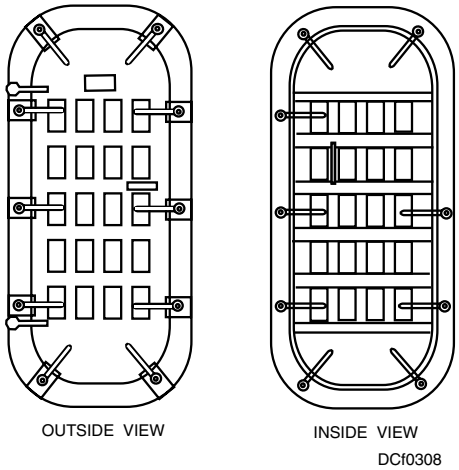

Figure 3-8. Individually dogged watertight door.
2. **Individually Dogged Watertight Doors (fig. 3-8)**—Watertight doors are either 4-, 6-, 8-, 10-, or 12-dogged doors. They provide access/egress to compartments that are not high usage spaces, which do not require rapid access, such as paint lockers, deck gear lockers, or storerooms. Ten-dog doors are usually found below the water line in order to maintain a higher degree of watertight integrity.